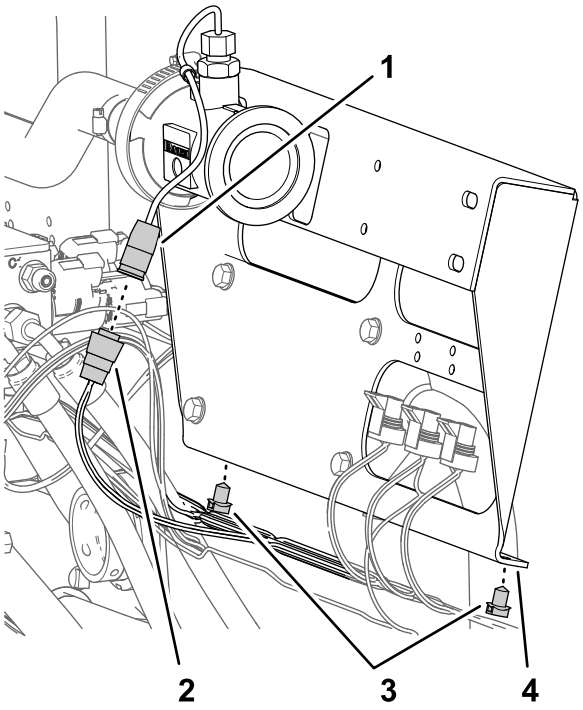

Figur 70
1. Koble kontakten med tre sokler på maskinledningssatsen merket STRØMNINGSMÅLER fra kontakten med tre pinner på strømningsmåleren (Figur 70).
2. Fjern de to skyvefestene på maskinledningssatsen fra den nederste flensen på seksjonsventilbraketten (Figur 70).